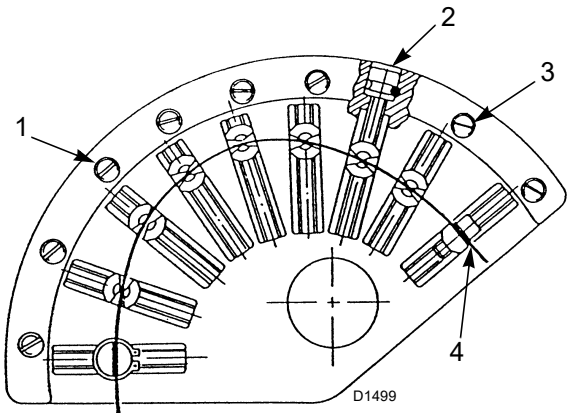

Fig. 37
Il faut changer progressivement le profil initial de la came 1)(Fig. 37) en agissant sur les vis 2)(Fig. 37).
Pour une meilleure répétabilité du réglage, prendre la précaution d'arrêter la rotation du groupe de cames quand le coussinet supérieur qui glisse sur le profil 4)(Fig. 37) se trouve aligné sur l'une des vis de réglage 2).
Légende (Fig. 37)
agir sur les vis de réglage 2)(Fig. 37) après avoir desserré les vis 3).
- ➤ Régler le débit d'air en réglant la came à profil variable au moyen des vis 2)(Fig. 37 à la page 32).
- ➤ Une fois le réglage optimal atteint, ne pas oublier de serrer les vis de réglage des profils des cames au moyen des vis 3)(Fig. 37 à la page 32).